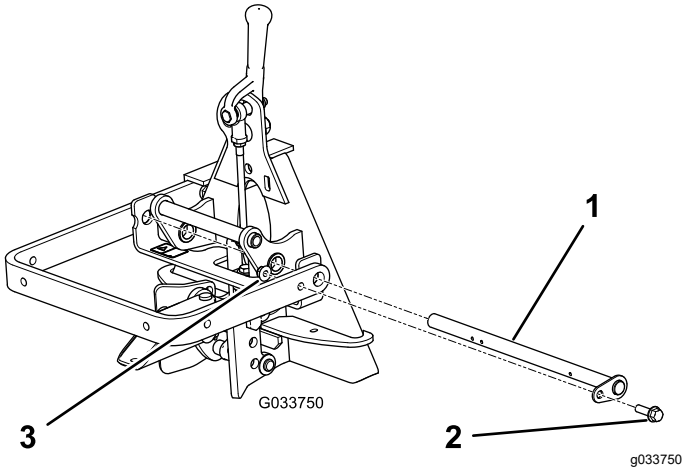

Figura 5
2. Inserite la barra articolata attraverso i fori (Figura 5).
3. Allineate il foro nella piastra di ritenuta con il foro nel braccio di sollevamento e montate il bullone a testa flangiata e il dado flangiato (Figura 5).